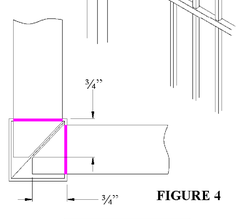
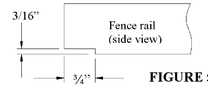

FIGURE 4
FIGURE 5
2.5. Fence rails will need to be mitered for corner posts. See Figure 4. Fence sections may be cut to length as necessary. Cut fence sections will need to be notched as shown in Figure 5.